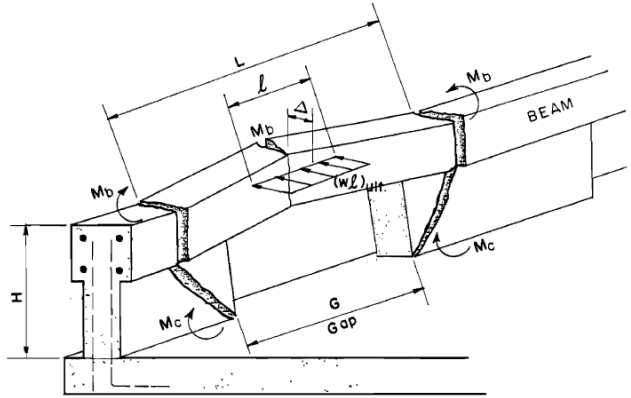

FIGURE 14. YIELD LINE ANALYSIS OF OPEN CONCRETE WALL OR PARAPET.
- Alternatively, modify AASHTO equations per Hirsch Figure 14